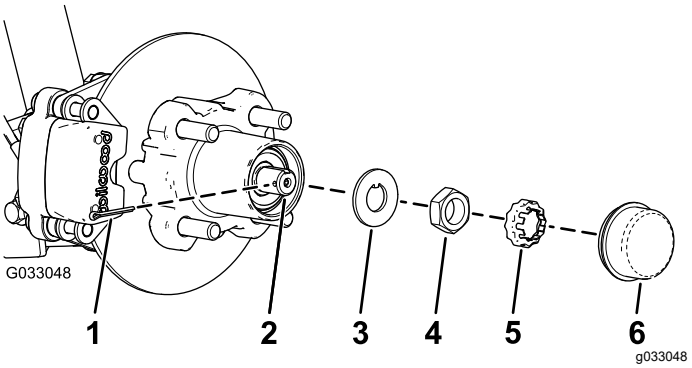
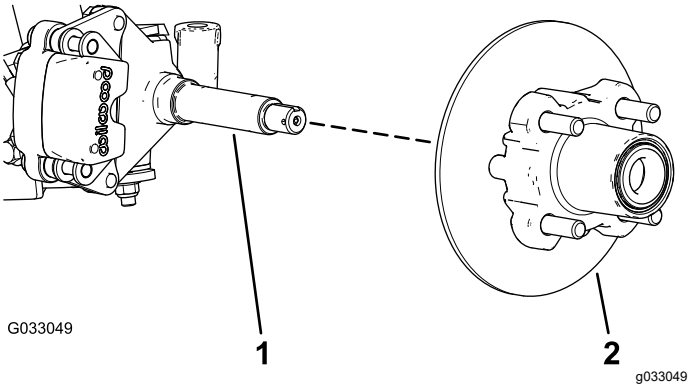

Figur 27
Figur 28
4. Ta av dammkåpan från navet (Figur 27).
5. Ta bort saxpinnen och mutterhållaren från spindeln och spindelmuttern (Figur 27).
6. Avlägsna spindelmuttern från spindeln och skilj sedan navet och rotorn från spindeln (Figur 27 och Figur 28).